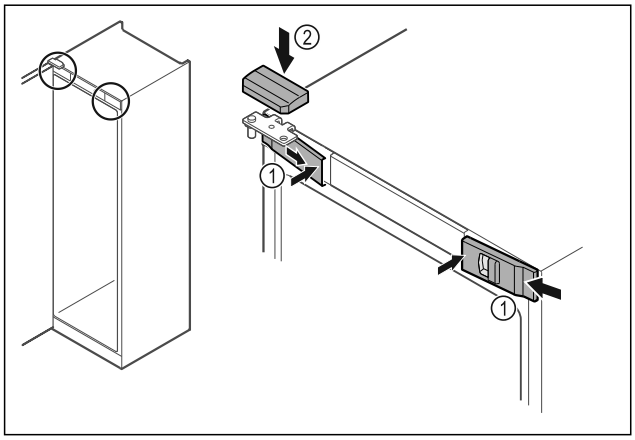

Fig. 42
▶ Accrocher les caches avant *Fig. 42 (1)* par les côtés et les enclencher en appuyant sur l'intérieur.
▶ Insérer le cache supérieur *Fig. 42 (2)* par le haut.